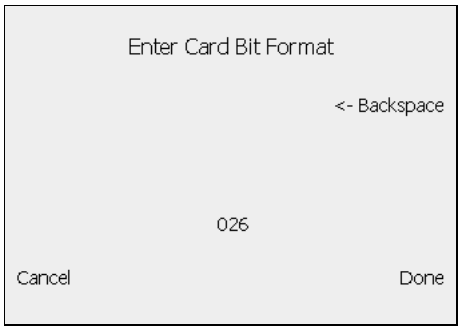

Figure 13-26 Scan Card/Tag or Set Bit Format Screen
16. The screen shown in Figure 13-26 will be displayed. Press SoftKey #5 to select **<-Backspace** to clear the default bitmap format. Then manually enter the bit format using the dispenser key pad and press SoftKey #8 to select **Done**.